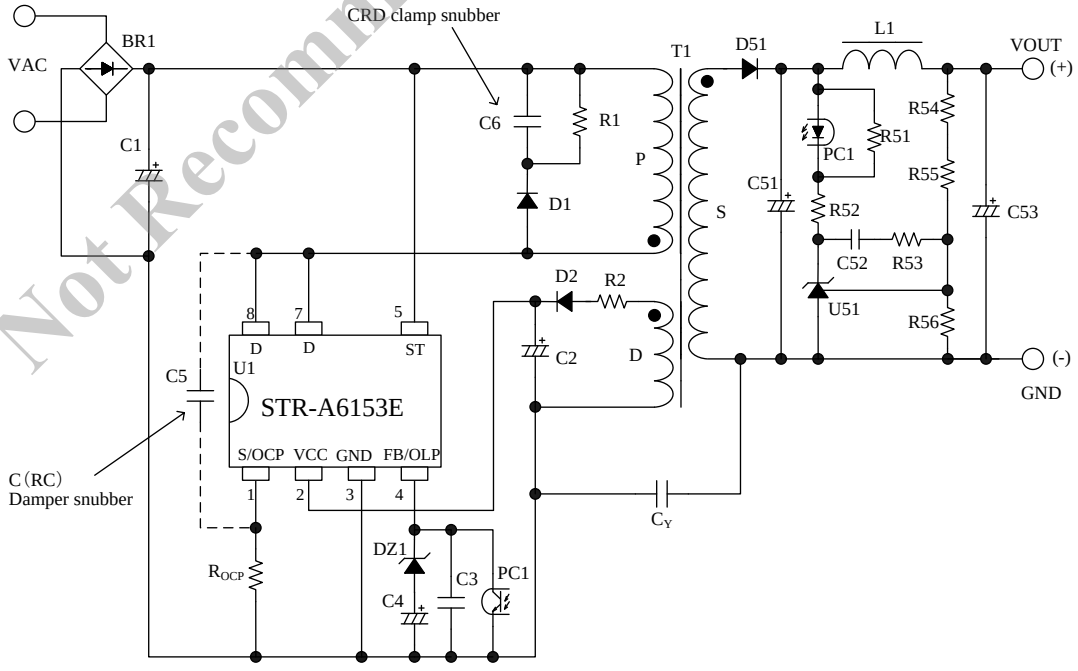

Figure 6-2. Typical Application (STR-A6153E)
- In applications having a power supply specified such that V_{DS} has large transient surge voltages, a clamp snubber circuit of a capacitor-resistor-diode (CRD) combination should be added on the primary winding P, or a damper snubber circuit of a capacitor (C) or a resistor-capacitor (RC) combination should be added between the D pin and the S/OCP pin.
- As shown in Figure 6-2, STR-A6153E does not need diode connected to ST pin.